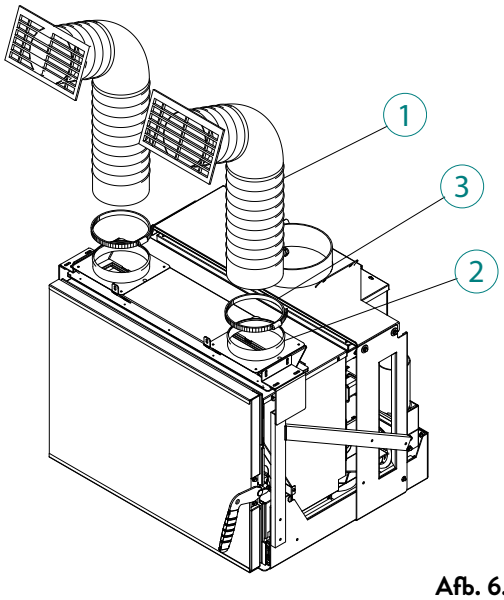

Afb. 6.3.2
Bevestig de flexibele buis (1) op de ringen (3) met behulp van de klemringen (1) (Afb. 6.3.2).